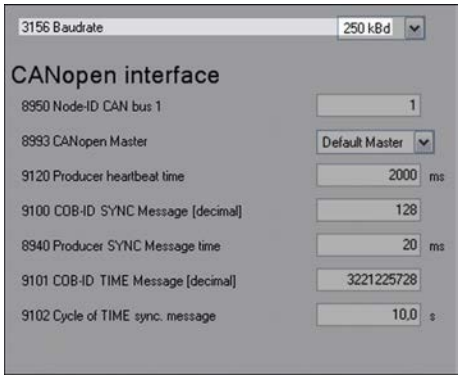

Fig. 189: Baud rate configuration (example ToolKit)
1. In ToolKit configure the baud rate as shown in (Fig. 189).